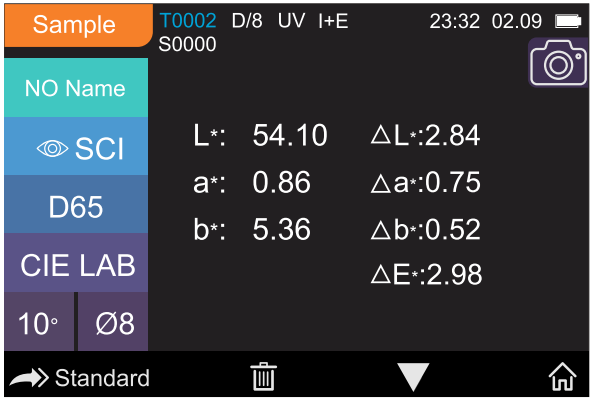
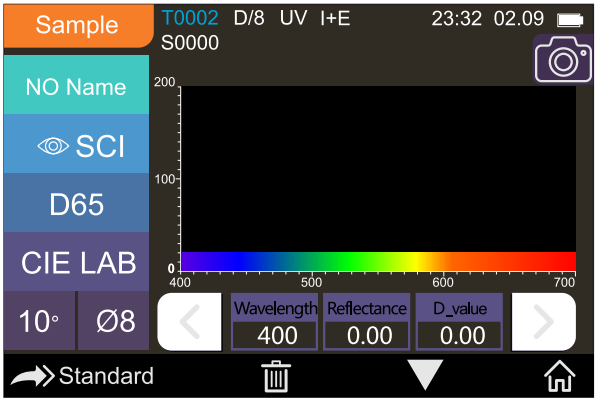

Figure 12 Sample Measurement
Figure 13 Reflectance of Sample Measurement
After testing the standard, click Standard to enter Sample Measurement interface. Put the measuring aperture close on the measured sample, press “Testing” key. There is a “Beep” voice, and the LED indication light will turn to green from yellow, then it shows measurement finished as shown in Figure 12 and in Figure 13. Sample measurement is similar with standard measurement but it will display the color difference between the current standard and measured sample.
10) Wavelength switch button: As shown in Figure 13, click < or > , the